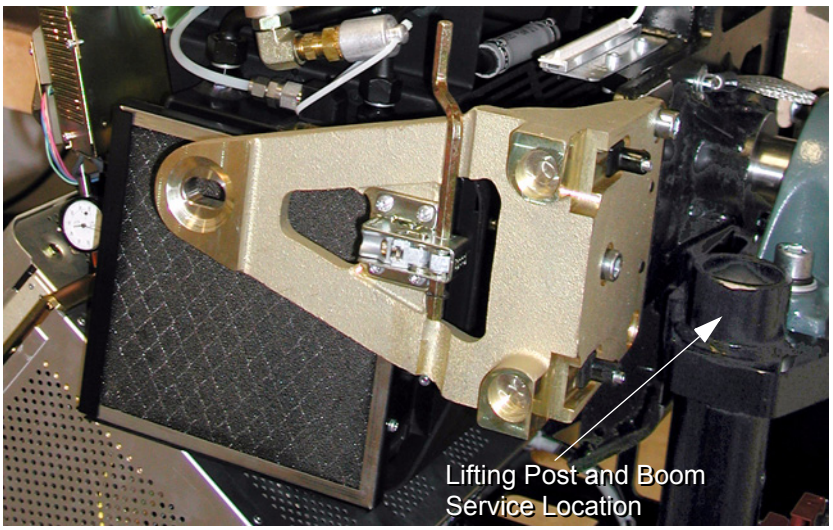

Figure 12-3 Right Front Gantry Cover Mounting Bracket
2.) Remove the M12 screws from the right front gantry cover mounting bracket, remove and set aside the bracket. See Figure 12-3.
7.) Insert the lifting post, boom and chain hoist. Reference Figure 12-3.